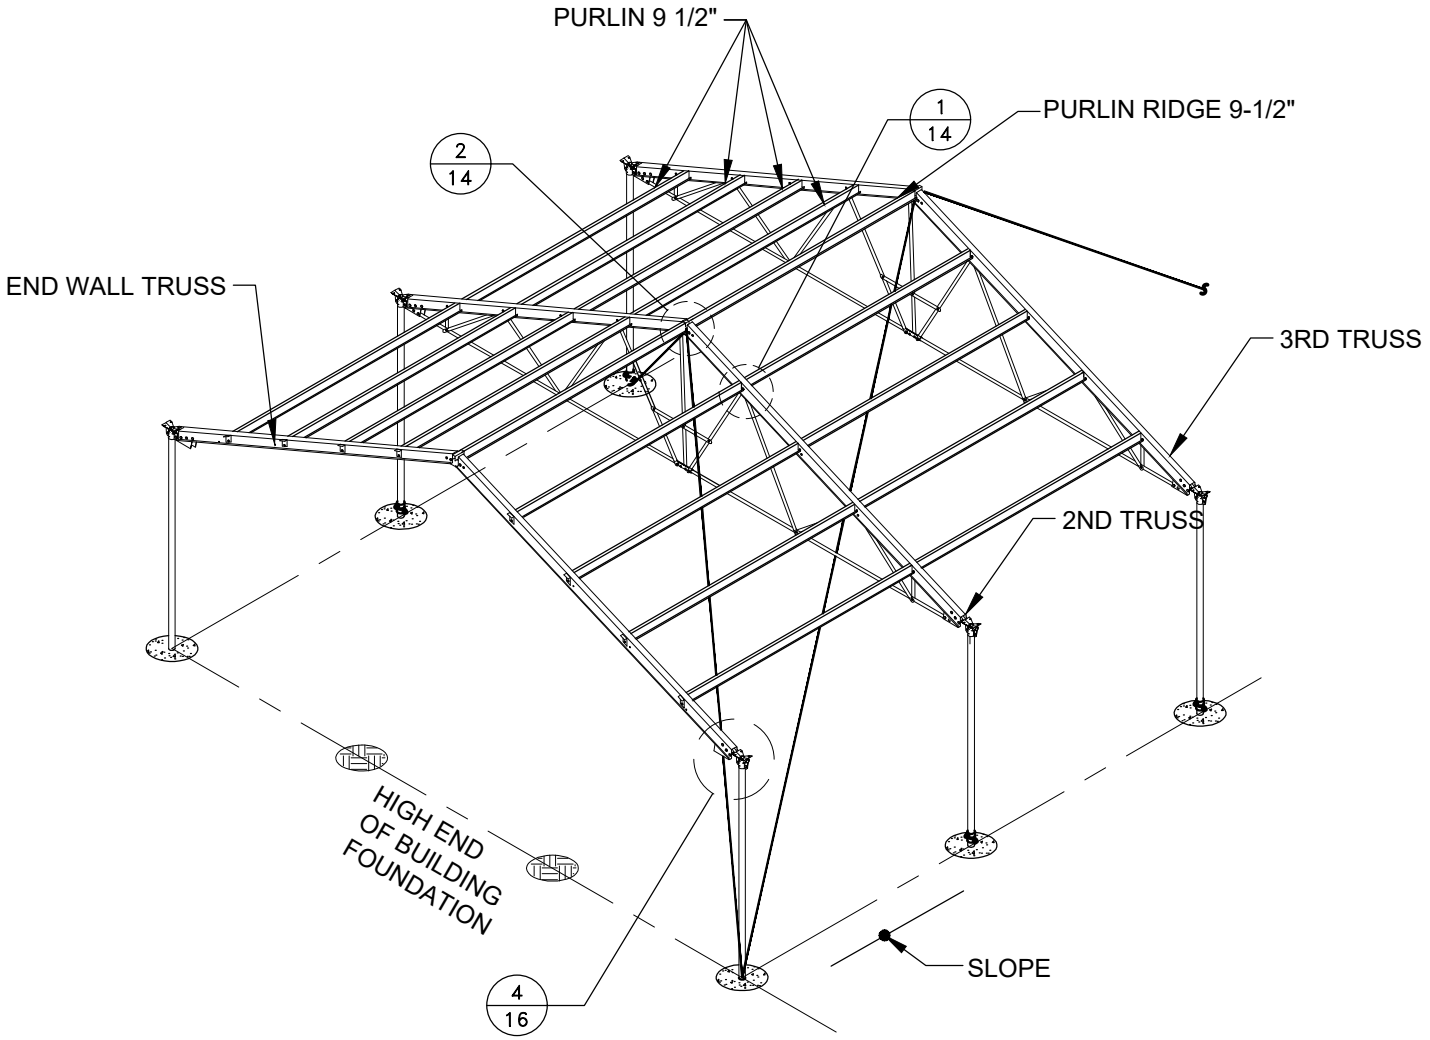

FIGURE 15
9. INSTALL THE PURLINS BETWEEN THE END WALL AND THE 2ND TRUSS (SEE FIG. 15, AND REFER TO PAGE 14, DETAILS 6A AND 6B).